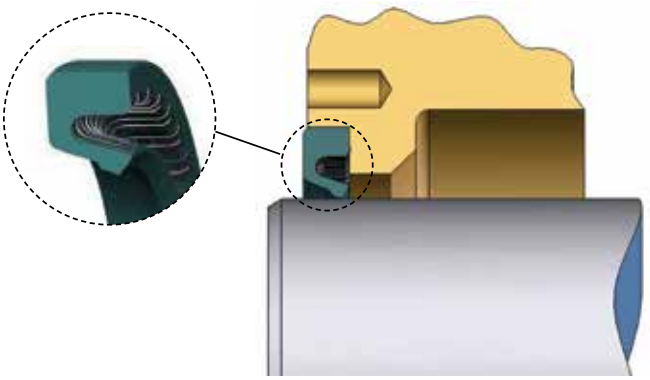

Figure 16 — Split Seal Installed
- After the seal is fully seated in the housing bore, the seal should protrude from the surface of the housing by 0.015" (0.381mm), as shown in Figure 16. Model 23 only.